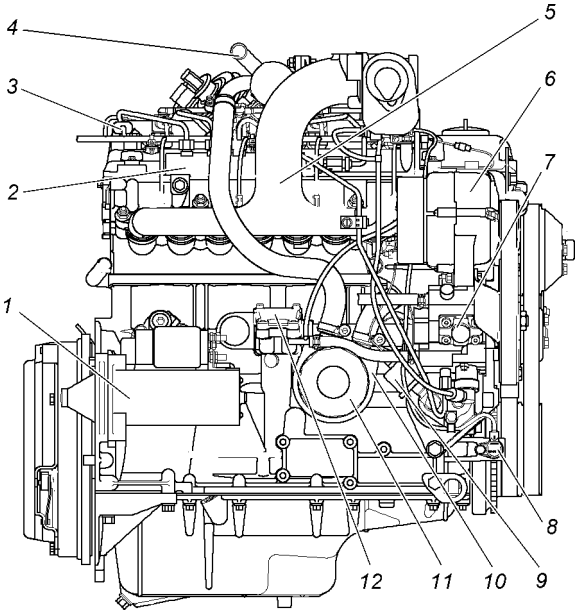

Рис. 9.12. Двигатель ЗМЗ-51432 (вид справа):
-заменить масляный фильтр 11 (см. рис. 9.12);